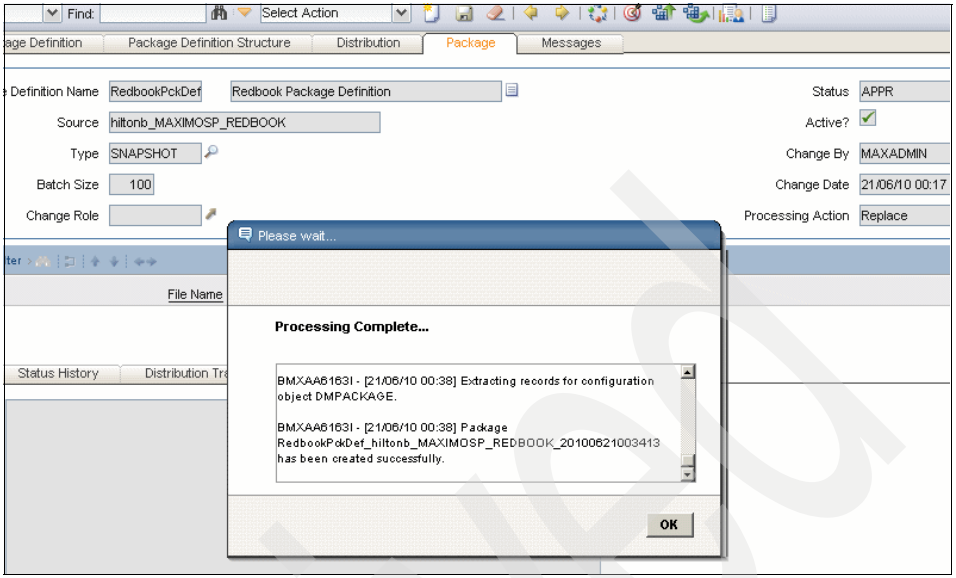

Figure 8-11 The Processing Complete dialog box
8. When the dialog closes a new processing dialog opens indicating that the package creation is being executed. After the process is finished, you will see a dialog indicating that the package was created successfully, as shown in Figure 8-11 on page 150.